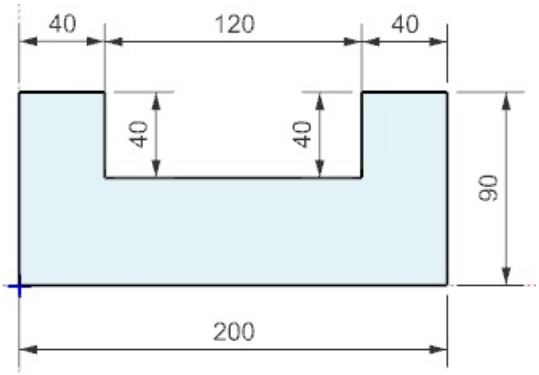

Figure 2-70 *Sketch after drawing the lines*
14. Press the Esc key twice to exit the **Profile** tool. The sketch after drawing the lines is shown in Figure 2-70.